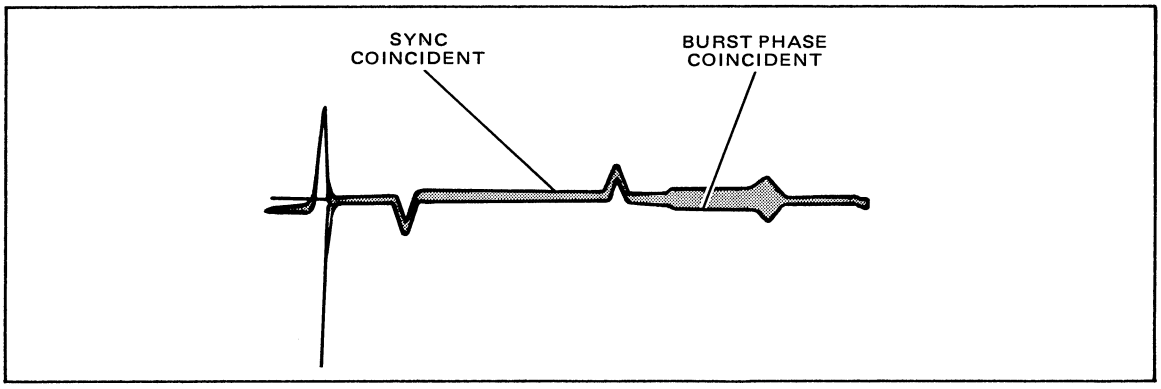

Figure 2-11. Sync Coincidence Waveform
STEP 6 Adjust S6 (horizontal range) for nearest coincidence of horizontal sync. See Figure 2-11.